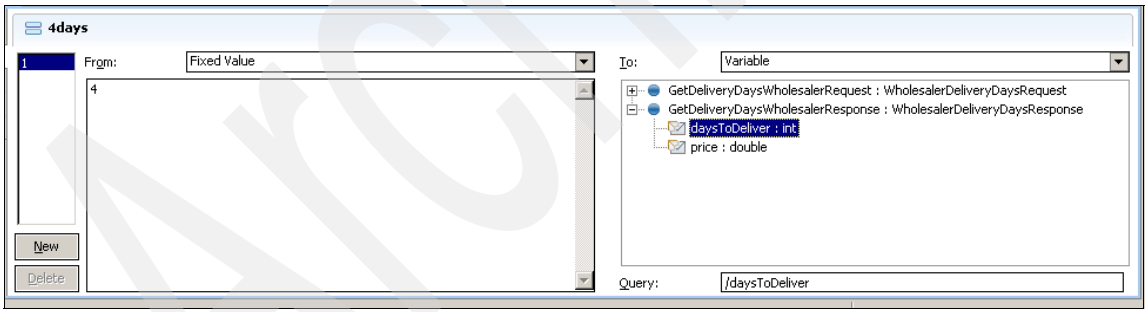

Figure A-60 Completed assign activity
30. Assign the fixed value of `10` to the variable GetDeliveryDaysWholesalersResponse.daysToDeliver (Figure A-60).